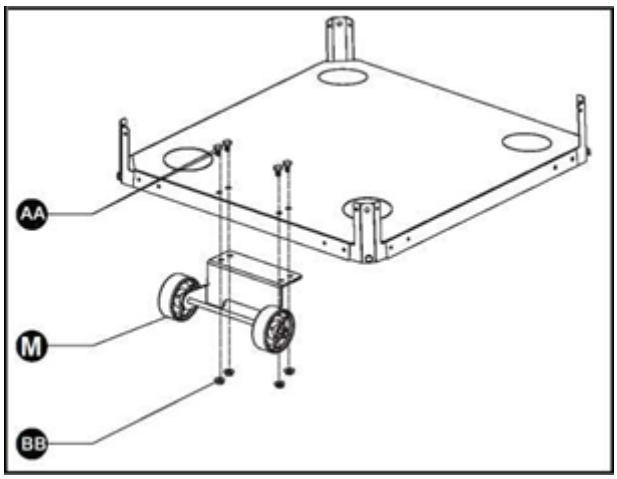

Рис. 4. Установка опоры с колесами.
1. Прикрепите опору с колесами (M) к нижнему основанию (N) с помощью 4 шт. болтов M6x10 (AA) и 4 шт. гаек M6 (BB), как показано на Рис.4.